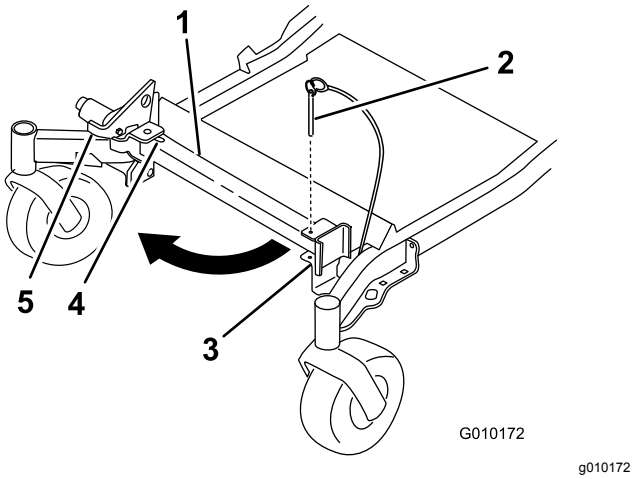
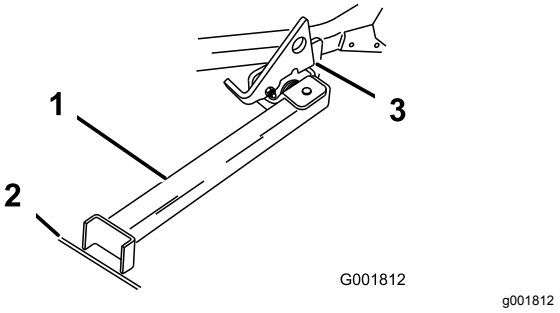

Figuur 39
Figuur 40
2. Verwijder de pen van de beugel (Figuur 39).
4. Draai het voetstuk van de Z Stand aan de voorkant naar buiten en schuif de Z Stand in de richting van de machine, in de onderkant van de sleuf (Figuur 39 en Figuur 40).
5. Plaats het voetstuk op de grond en laat de vergrendeling op de draailip rusten (Figuur 40).
Opmerking: Om de beste resultaten te verkrijgen, moet u het voetstuk in spleten in een voetpad of een gazon plaatsen (Figuur 40).
7. Rij de machine de Z Stand op. Stop de machine als de vergrendeling boven de lip in de vergrendelde stand valt (Figuur 40).
5. Zet de Z Stand™ terug in de ruststand (Figuur 39).